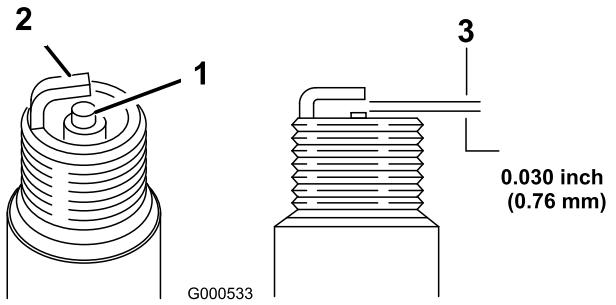

Figur 28
5. Ställ in gapet på det nya stiftet till 0,76 mm (Figur 28).